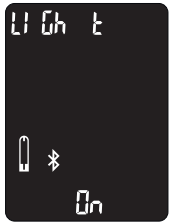

Rys. 16
2. Naciskaj przycisk ▲ do momentu pojawienia się w lewym górnym rogu wyświetlacza napisu LiGht. (Rys. 16)
5. Fabryczne podświetlenie gniazda paska jest włączone (ON).